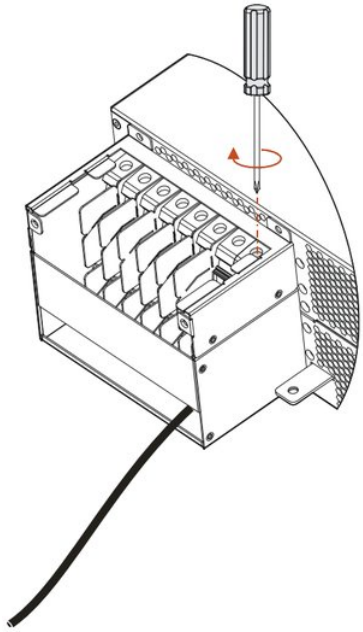

FIGURE 3-26 Connecting the cables
3. Connect the cables as described in 3.4.1 Wiring of the 10 kVA and 20 kVA UPS (Figure 3-26).